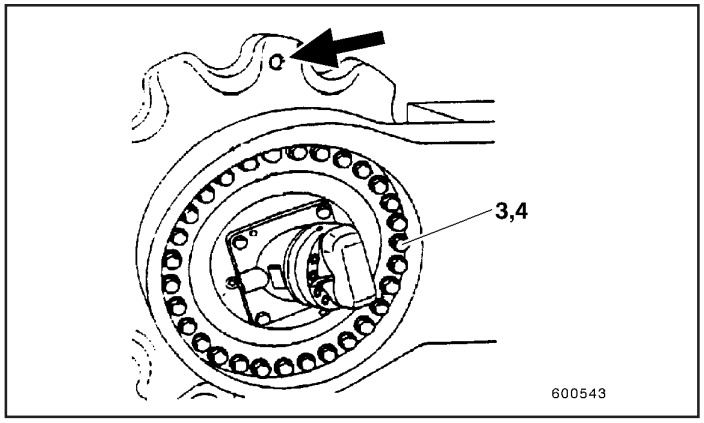

Fig.3
- Prenda o equipamento de içamento ao orifício na roda motriz (vide seta, Fig.3)
- Prenda o equipamento de içamento ao furo na roda motriz (vide seta, Fig.3), traga-a para a posição de acoplamento e alinhe.